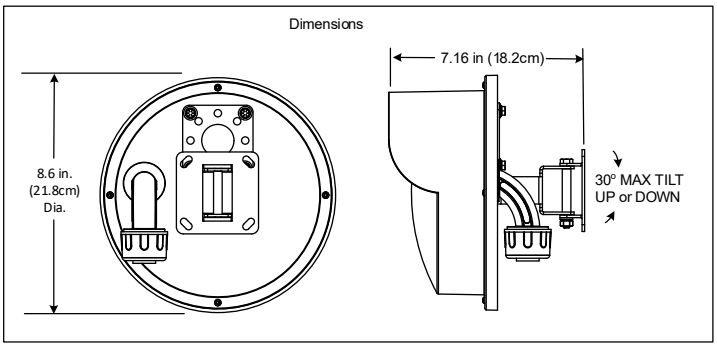

*Figure 3.4 – Model MS30-POE-S Dimensions*
**12.0 Dimensions (Motion Sensor – Figure 3.4)**